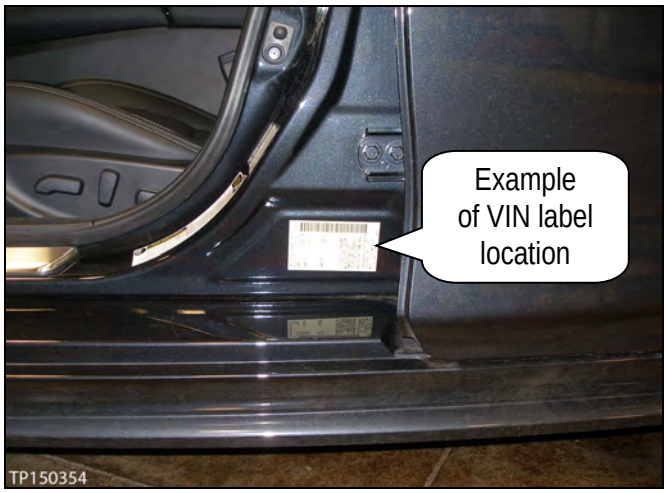

Figure 12
e. Once CVT replacement is determined as required, use borescope J-51951 to record a 15 second or less continuous video of the most severe evidence of chain slip and the VIN on the F.M.V.S.S. certification label (VIN label). See example in Figure 12.